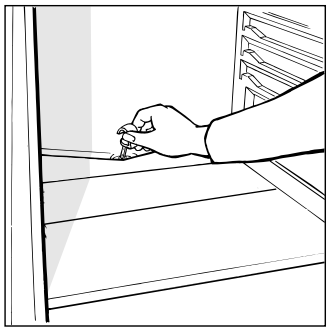

Fig. 4
Este aparelho tem descongelação automática e a água é captada através de uma apropriada conduta para a parte traseira (fig. 4) onde o calor produzido pelo compressor a faz evaporar. A única intervenção que deve efectuar periodicamente consiste em limpar o furo de descarga que se encontra atrás do recipiente para verduras afim de permitir que a água passe regularmente.
- o furo da saída de água de descongelação está obstruído (ver fig. 4).